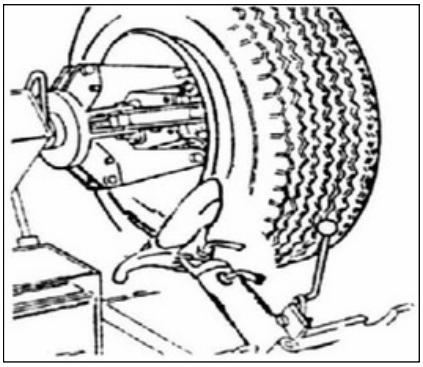

Fig. 10
6) Afaste o disco circular (12) do aro da roda, solte a haste de bloqueio do suporte da ferramenta (10), levante o braço de suporte para cima, afastando-o da roda. posição de trabalho. Deslocar o disco circular (12) para o interior.
7) Repetir as operações acima até que outro lado da jante do pneu saia completamente. ***(Fig. 10)***